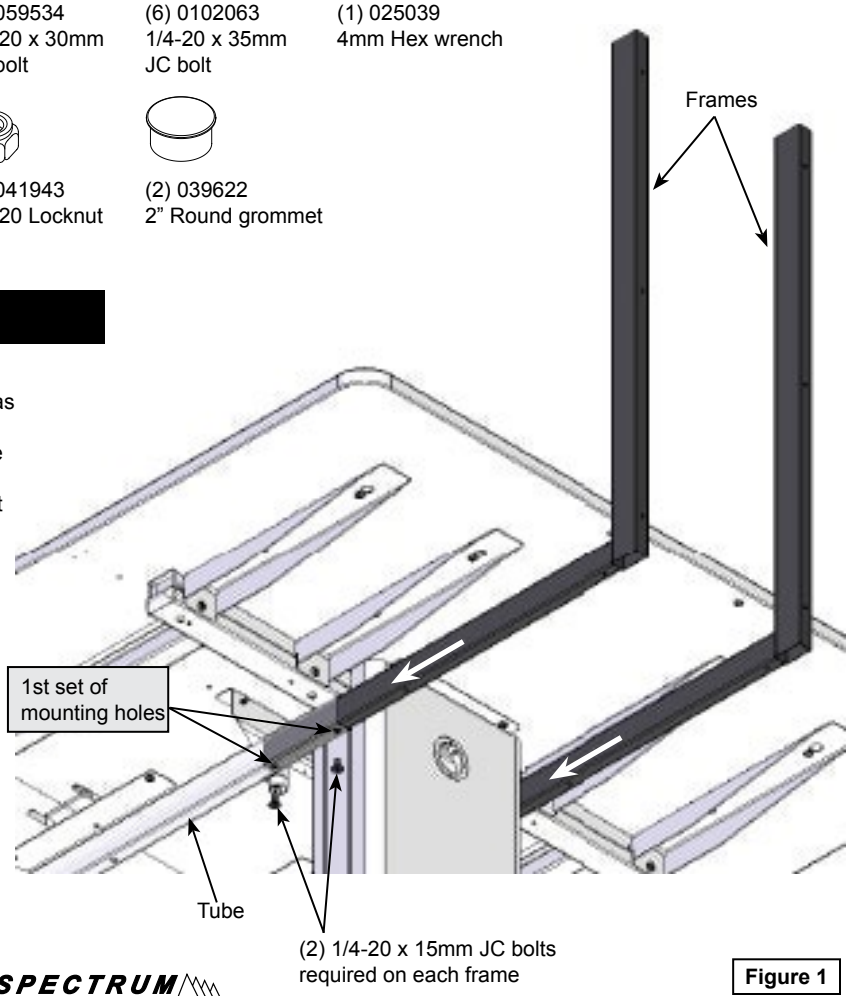

Figure 1
3. Slide each frame into a tube as shown while aligning the mounting holes. **Figure 1**.
4. Install the (2) 1/4-20 x 15mm JC bolts in each frame, but do not tighten completely yet.